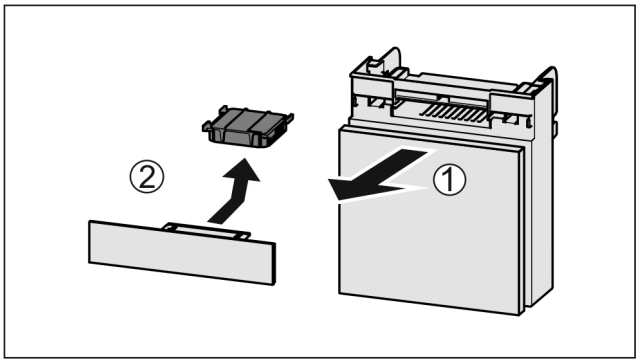

Fig. 132
▶ Lade vanaf de voorkant eruit trekken *Fig. 132 (1)*.
▶ Actiefkoolfilter verwijderen *Fig. 132 (2)*.